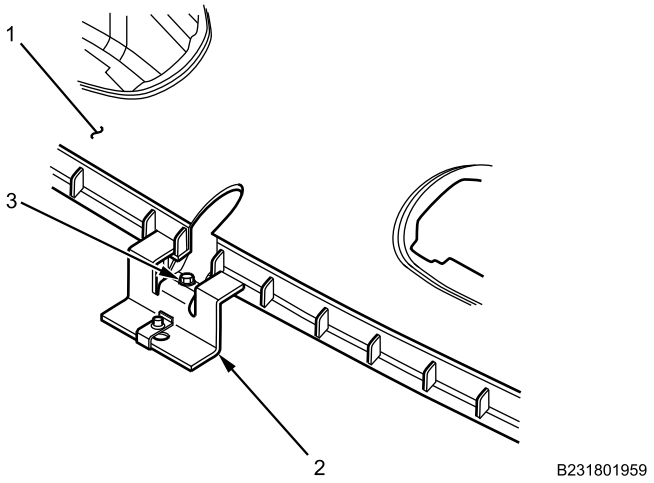

Figure 16. IP Center Mounting Brace.
23. Remove IP center mounting brace bolt (Figure 16, Item 3) from front of IP (Figure 16, Item 1) and remove IP center mounting brace (Figure 16, Item 2).